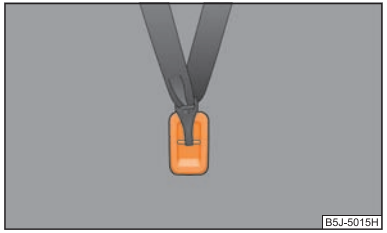

Fig. 129 Asiento posterior: Top Tether
En algunos países, las disposiciones legales vigentes exigen el equipamiento de los asientos posteriores con argollas de fijación para asientos infantiles del sistema “Top Tether” ⇒ fig. 129.
- **Fije los asientos infantiles con el sistema “Top Tether” solamente en los puntos prescritos ⇒ fig. 129.**